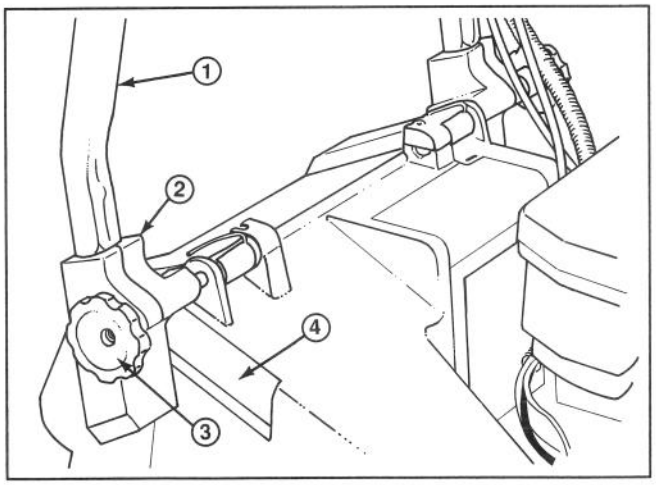
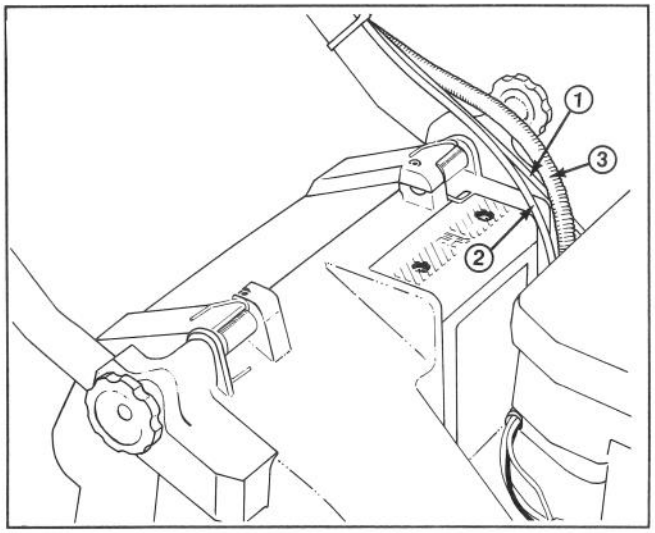

Figure 1
Figure 2
1. INSTALLING HANDLE—Loosen knobs on mounting brackets (Fig. 1).
3. Slide handle ends into holes in mounting brackets until handle ends are completely seated in brackets (Fig. 1). Make sure throttle cable, electric start cable (Key-lectric model) and traction cable rest on top of left mounting bracket (Fig. 2).
4. Rotate handle and brackets rearward until brackets fit securely into housing pockets (Fig. 2).